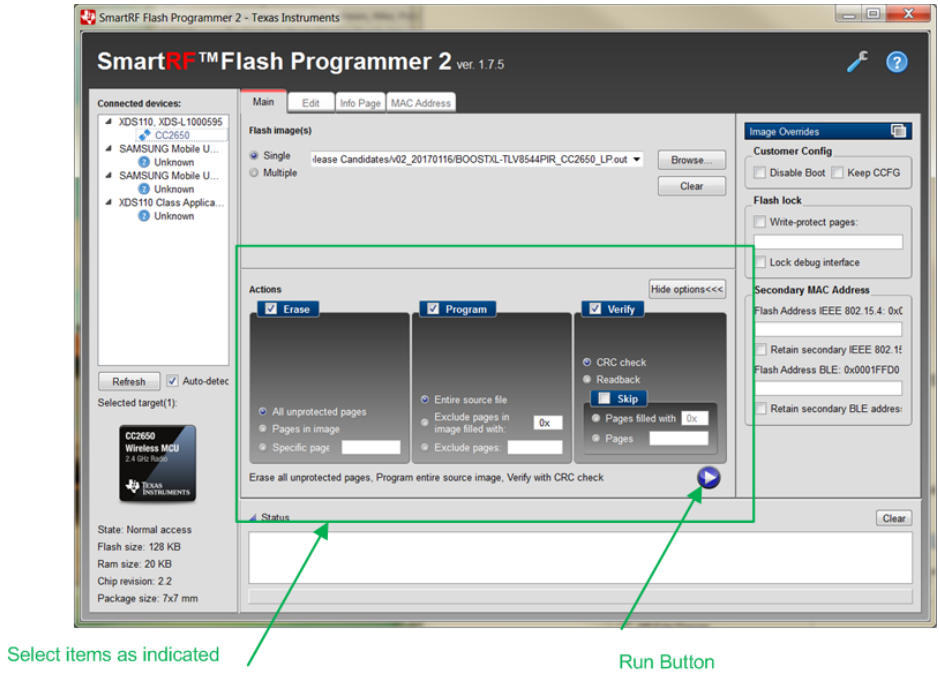

Figure 8. Firmware Installer
5. Check the following options, then click the Run button. See Figure 8.